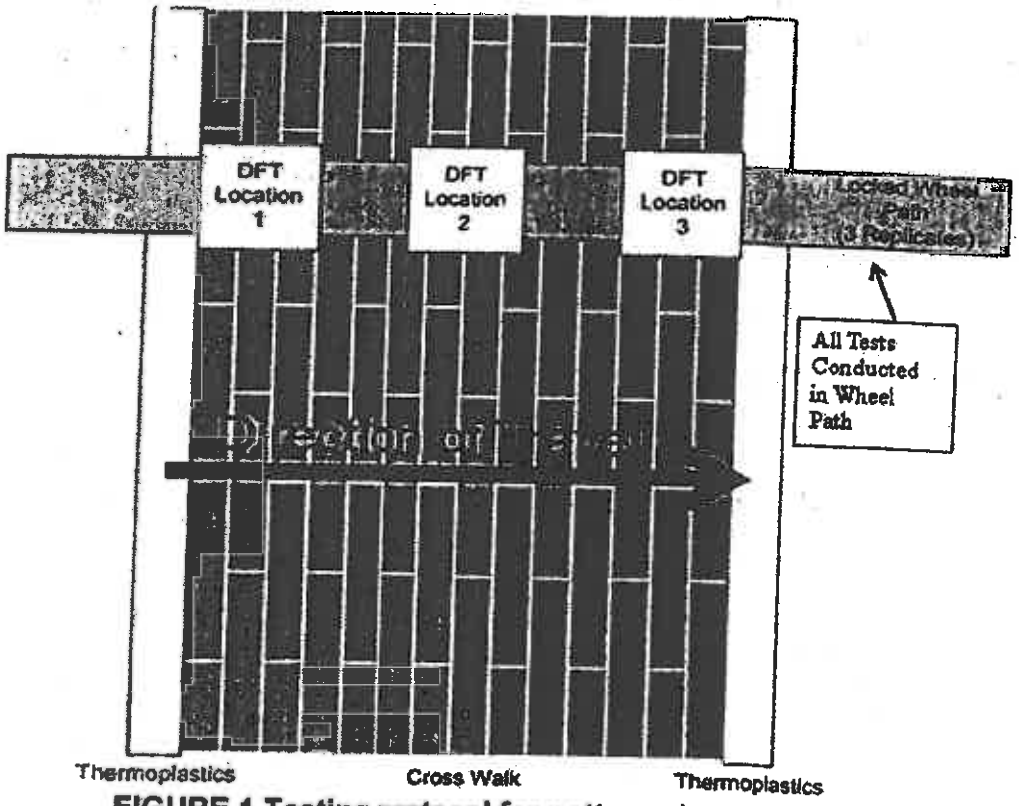

FIGURE 1 Testing protocol for patterned pavement.
and compared. The test layout is shown in Figure 1.
A) **New Construction** – The DFT test shall be conducted on all crosswalks within 60 days of the new surface completion date. DFT tests shall be conducted at three (3) discrete locations in each lane; the results shall be averaged and reported for each lane tested. All lanes shall be evaluated and compared. The test layout is shown in Figure 1.
B) **Inventory** – For in-service QPL test sections, the DFT test is conducted at 6 month intervals up to 3 years. Maintenance surveys are conducted on a yearly basis. Test site shall be confined to a single outside traffic lane (single direction) for each crosswalk location. DFT tests will be conducted at three (3) discrete locations (Figure 1) in each lane; the results shall be averaged and reported for each lane tested. The lane in which the friction tests were conducted should be identified in the report with the test results.